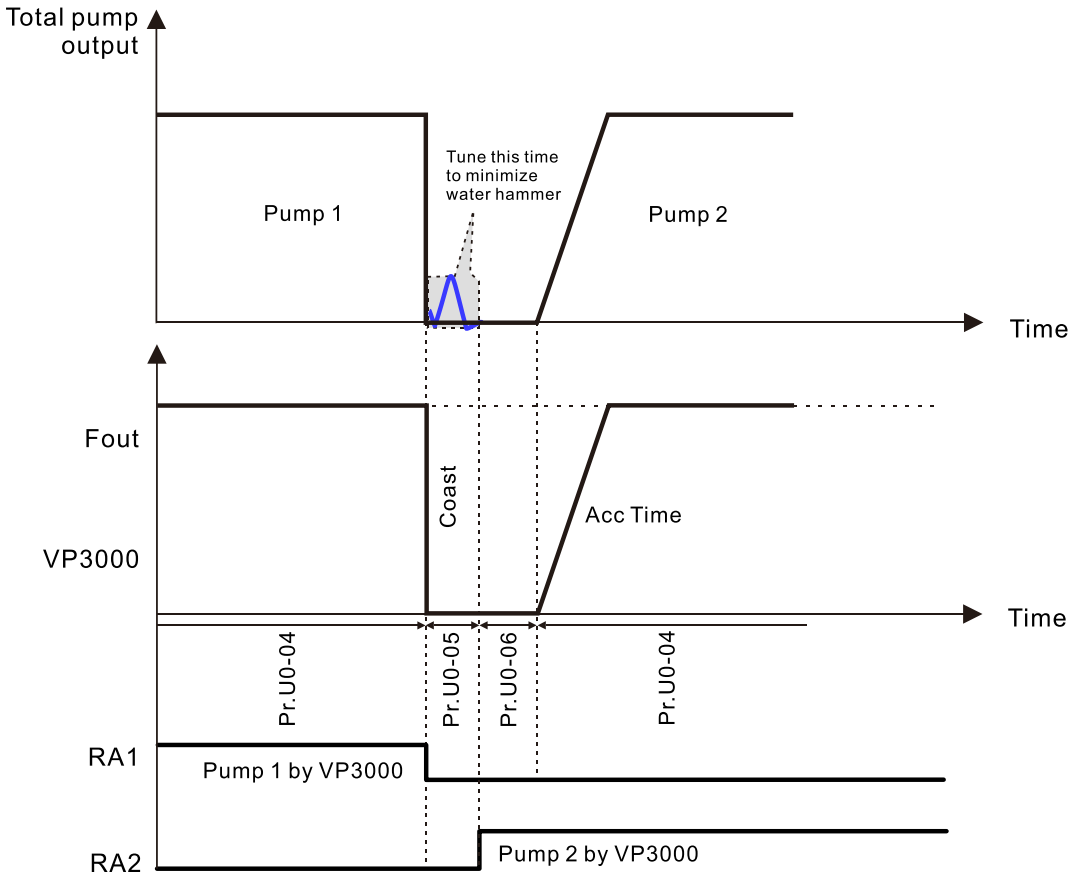

图 6 定时循环含输出延迟时间时序图
- 定时循环在泵与泵切换中包含有参数 U0-05 (切换延迟时间) 与参数 U0-06 (输出延迟时间) (参考图 6)。